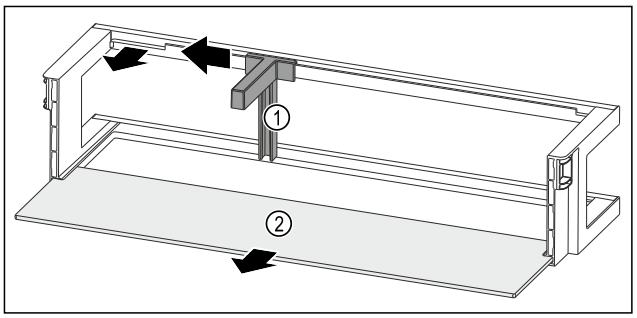

Fig. 111 Door racks with bottle holder and shelf
▶ Push the bottle holder *Fig. 111 (1)* to the side up to the recess.
▶ Remove the bottle holder *Fig. 111 (1)*.
▶ Remove the shelf *Fig. 111 (2)*.